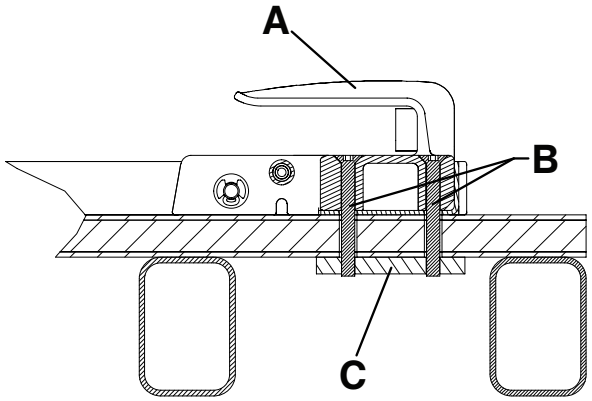
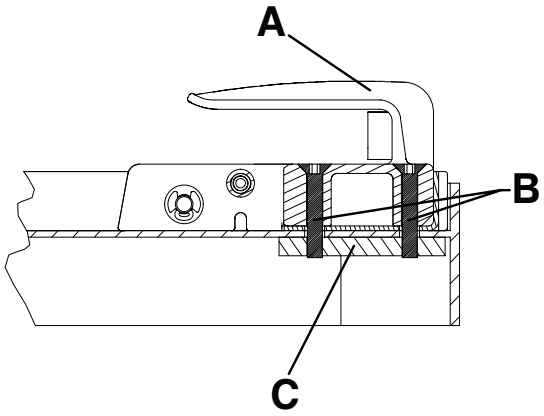

Afbeelding 9 – Vloerbevestiging hoofdeinde - Weergave 4A
Afbeelding 10 – Laadbakbevestiging hoofdeinde - Weergave 4B
- Een stalen achterplaat (C) (of equivalent) is vereist voor extra steun (niet meegeleverd) (Afbeelding 9 of Afbeelding 10).